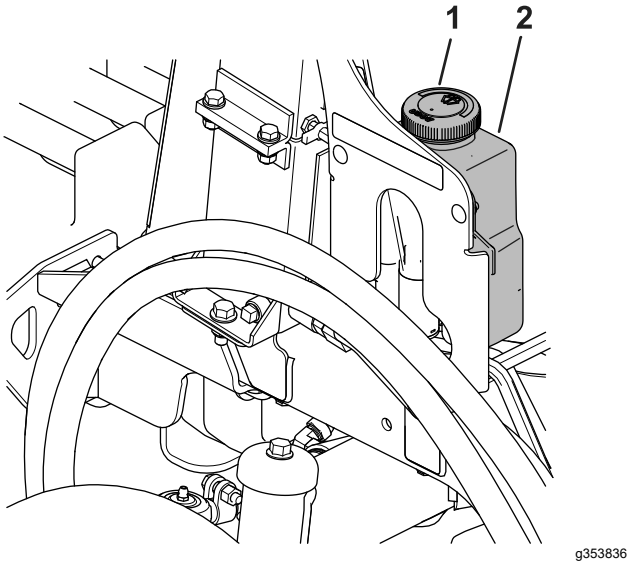

Figur 90
1. Skruva av behållarens lock (Figur 90).